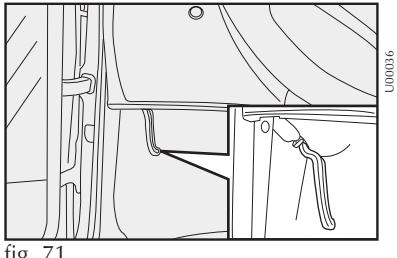

fig. 71
1) Tire de la palanca **fig. 71**.